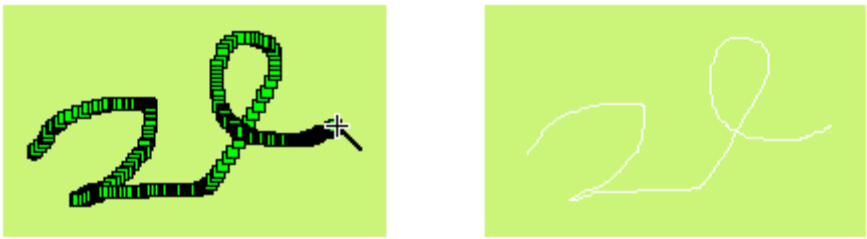

Рисунок 4-28 Рисование свободной линии
- Переместите курсор в другое место на экране и система автоматически будет рисовать кривую линию, следуя движению курсора. Затем, щелкните левой или правой кнопкой мыши для завершения рисования свободной линии. Смотрите рисунок 4-28